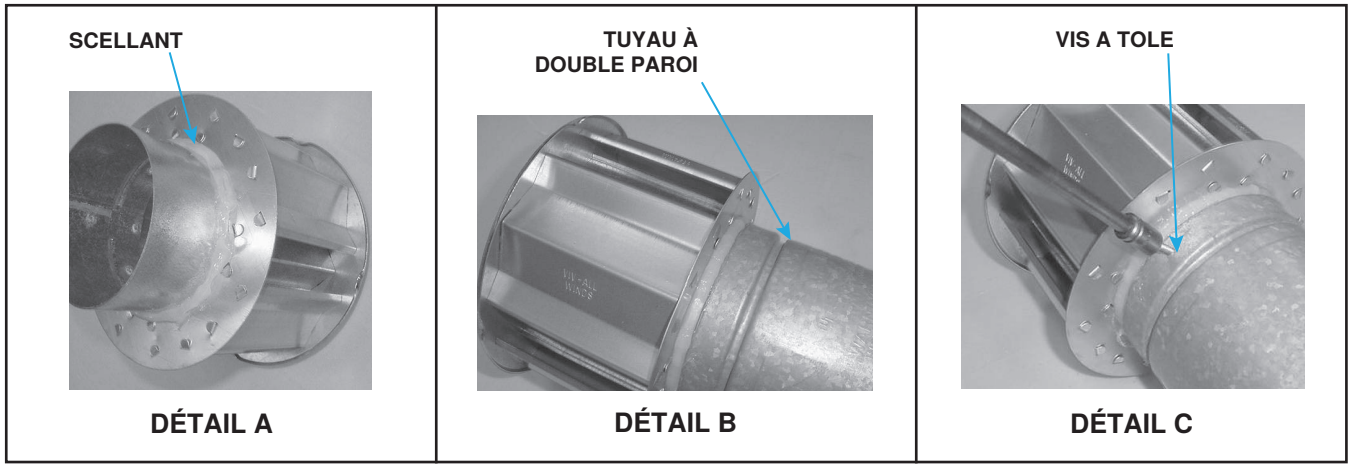

**Figure 13. Raccordement d'un tuyau à double paroi (type B) au bouchon d'évent**
a. Appliquez un cordon de silicone de 3/8 pouce (9.525 mm) en continu sur la circonférence du collier du chapeau d'évacuation. Cette application sert à éviter les infiltrations d'eau à l'intérieur du tuyau d'évacuation à double paroi (voir **Figure 13**, DÉTAIL A).
b. Effectuez l'étape 2 immédiatement après l'étape 1. Positionnez le collier du chapeau d'évacuation à l'intérieur de la paroi interne du conduit à double paroi. Insérez le conduit le plus profondément possible (voir **Figure 13**, DÉTAIL B).
d. Fixez solidement le chapeau d'évacuation au tuyau à double paroi en perçant le collier du chapeau d'évacuation et en utilisant une vis à tôle de 3/4 pouce (19.05 mm) de longueur. Ne serrez pas la vis plus qu'il ne faut (voir **Figure 13**, DÉTAIL C).